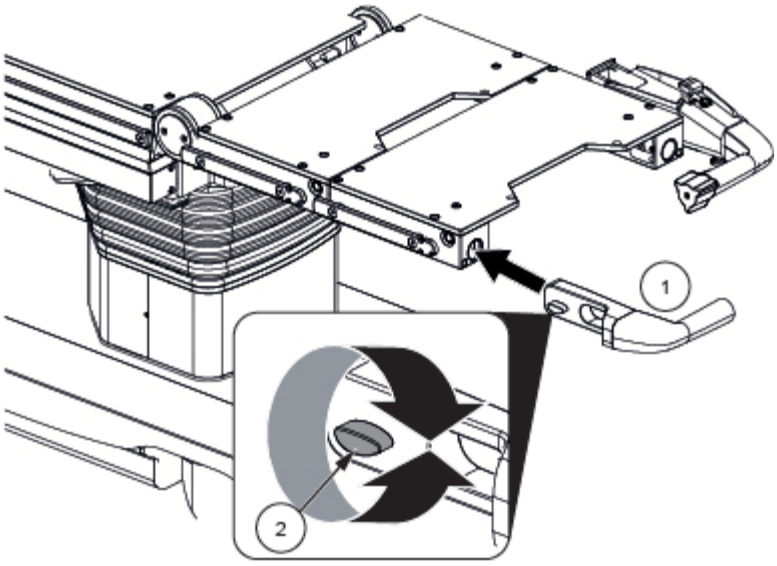

Figura 6-3. Instalar a pega acessória
1. Empurre a pega acessória (1) totalmente para dentro da calha e certifique-se de que o parafuso de orelhas (2) permanece desbloqueado. Consulte a *Figura 6-3*.
2. Rode o parafuso de orelhas (2) para o apertar. Puxe a pega acessória para verificar se está segura. Consulte a *Figura 6-3*.